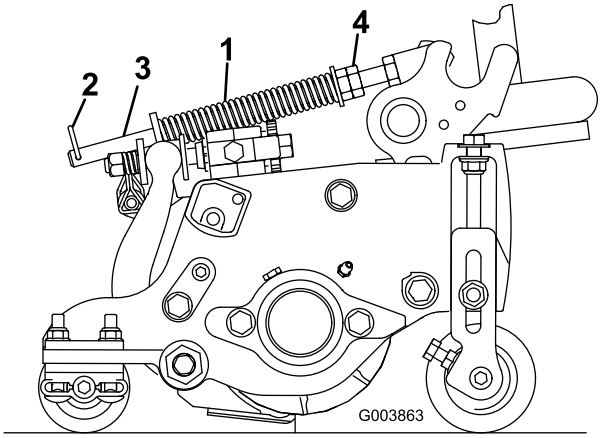

Figur 14
Dekkekompenseringsfjæren (Figur 14) overfører også vekt fra den fremre til den bakre valsen. Dette er med på å redusere bølgemønsteret i gresset, også kjent som "ondulering".
1. Kontroller at hårnålssplinten er installert i det bakre hullet på enden av stangen (Figur 14).
2. Trekk til sekskantmutterne foran på fjærstangen til den komprimerte lengden på fjæren er 12,7 cm på Reelmaster 5410 med klippeenheter på 12,7 cm eller 15,9 cm på Reelmaster 5510 med klippeenheter på 15,9 cm. Se (Figur 14).